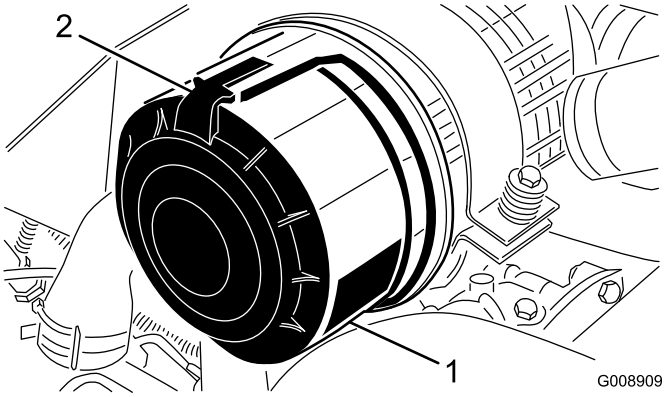

Figur 59
1. Åbn låsene, der fastgør luftfilterdækslet til luftfilterhuset (Figur 59).